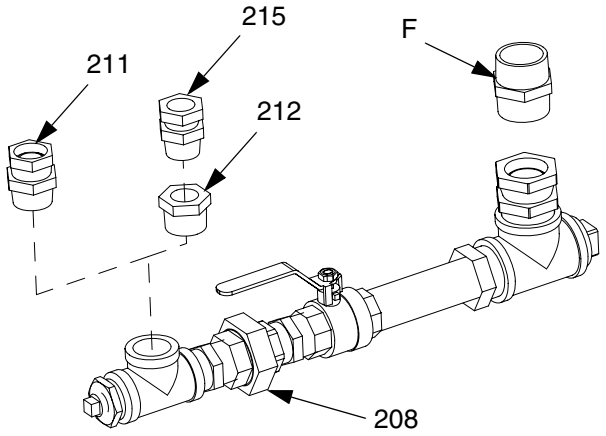

FIG. 7: Conecte el montaje de escape de fluido al inferior
9. Apriete la unión (208) y asegúrese de que el montaje de escape de fluido está alineado. Vea FIG. 7 en la página 10.